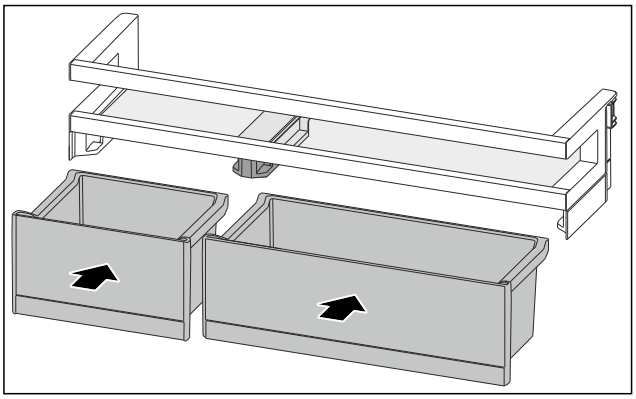

Fig. 147
▶ Insert the VarioBoxes in reverse order. (see Fig. 147)